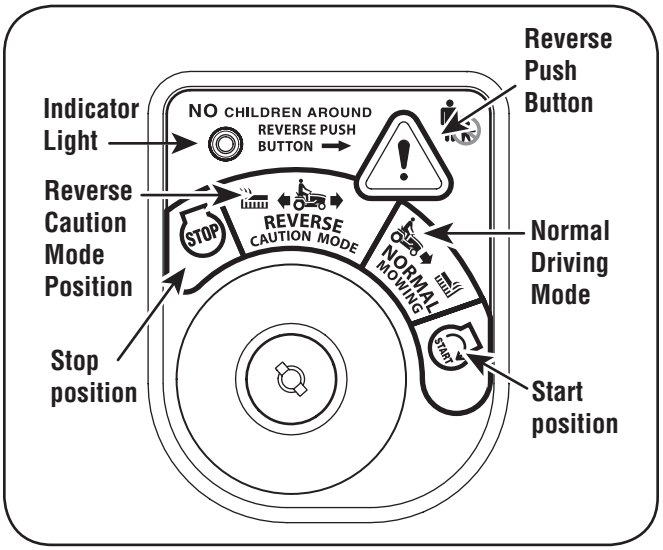

Figure 5-1
2. Turn the key from the NORMAL MOWING *(Green)* position to the REVERSE CAUTION MODE *(Yellow)* position of the key switch module. See Fig. 5-1.
3. Depress the REVERSE PUSH BUTTON *(Orange, Triangular Button)* at the top, right corner of the key switch module. The red indicator light at the top, left corner of the key switch module will be ON while activated. See Fig. 5-1.